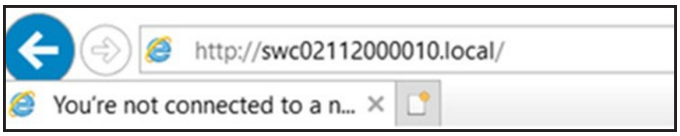

Figure 29 – SkyLink Assembly Serial Number
2. Type the SN from the SkyLink assembly into the address bar of the Internet Explorer window, followed by **.local**, for example **SWC02112000010.local** (Figure 29).